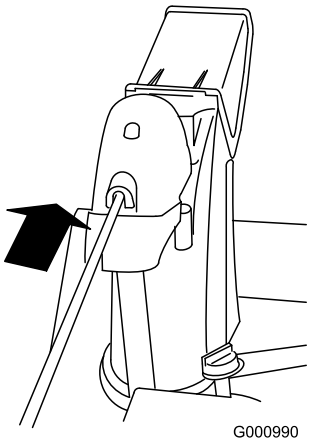

Figur 16
4. Sett inn den fremre enden av staget i åpningen bak på sjaktens girdeksel inntil det sklir inn i sjaktgiret (Figur 16).